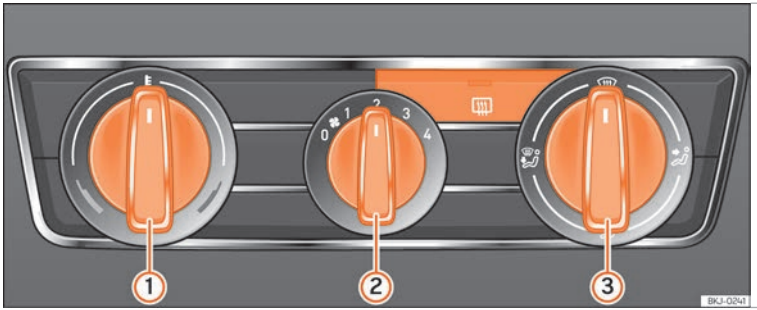

Fig. 170 Comandos do aquecimento no painel de instrumentos.
- Rodar o regulador da temperatura ››› Fig. 170 ① para a esquerda.
- Coloque o comando do ventilador ② num dos níveis 1-4.
- Orientar o caudal de ar com o regulador da saída do ar ③ na direção pretendida.
- Rodar o regulador da temperatura ››› Fig. 170 ① para a direita, até ser atingida a potência calorífica pretendida.
- Rode o regulador da temperatura ››› Fig. 170 ① para a direita até ao nível máximo de aquecimento.
- Rode o comando do ventilador ② até ao nível 4.
- Rode o regulador da temperatura ››› Fig. 170 ① para a zona de aquecimento.
- Coloque o comando do ventilador ② num dos níveis 2-3.